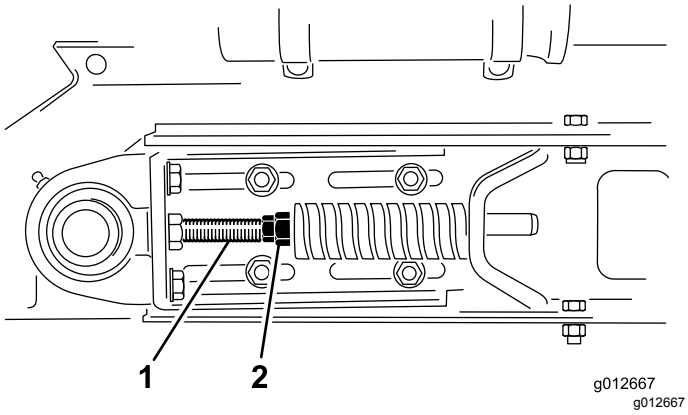

Figur 25
1. Løsne fremre og bakre låsemutre på strekkstangen for å frigjøre fjærspenning (Figur 25).